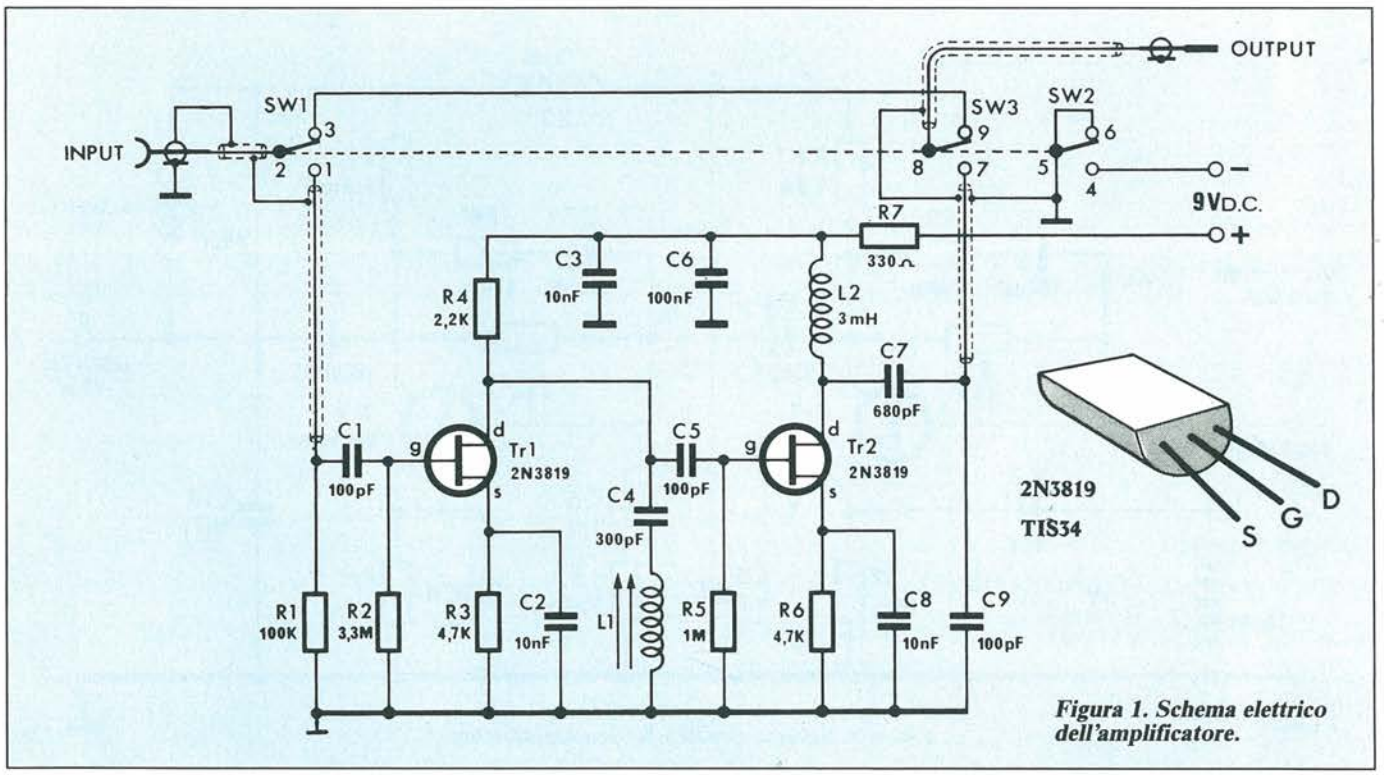

*Figura 1. Schema elettrico dell'amplificatore.*
*Il circuito elettrico dell'amplificatore, riportato in Figura 1, impiega due transistori al silicio ad effetto di campo del tipo 2N 3819 (oppure TIS 34) i quali, oltre ad avere un elevato grado di amplificazione, presentano un rumore di fondo notevolmente basso; caratteristica questa che è essenziale in un circuito aperiodico.*